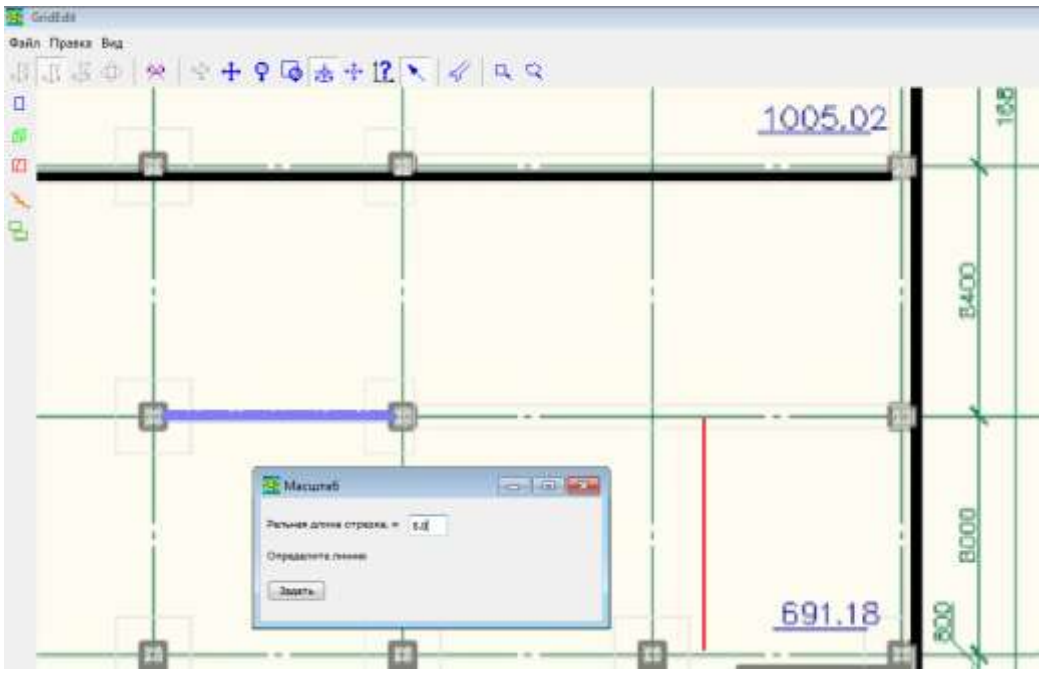

Рисунок 4.18 – Масштабирование подложки
4) после загрузки подложки ее необходимо отмасштабировать. Для этого правой клавишей мыши выделить нужный этаж в списке «Здание», далее, в выпадающем списке, выбрать пункт «Масштаб для подложки». После чего откроется окно «Масштаб», в поле «Реальная длина отрезка» указать длину в метрах отрезка, нажать кнопку «Задать» (появится надпись «Определите линию»), а затем в два клика левой клавишей мыши указать начало и конец отрезка на подложке (он отобразится красным цветом - Рисунок 4.18), после чего в окне «Масштаб» отобразится значение масштаба в поле. Закрыть окно «Масштаб», вычисленное значение масштаба будет записано в поле «Масштаб» инспектора свойств этажа.